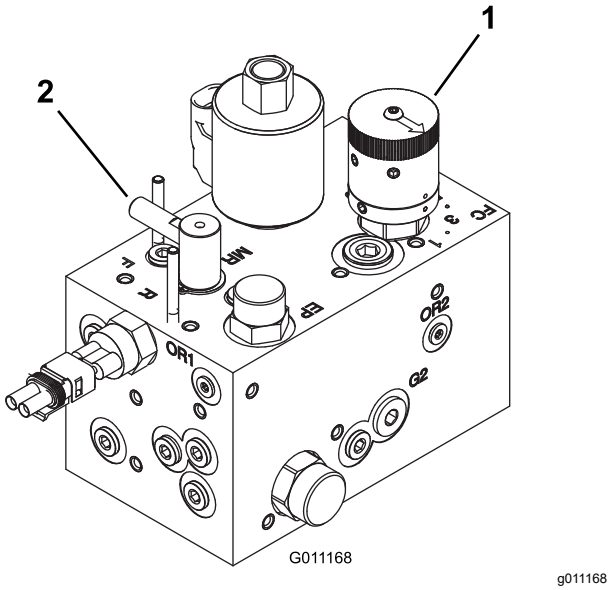

Figuur 50
3. Draai de regelknop voor het toerental van de messenkooien (Figuur 50) op het messenkooitoerental dat u hebt bepaald in stap 1.